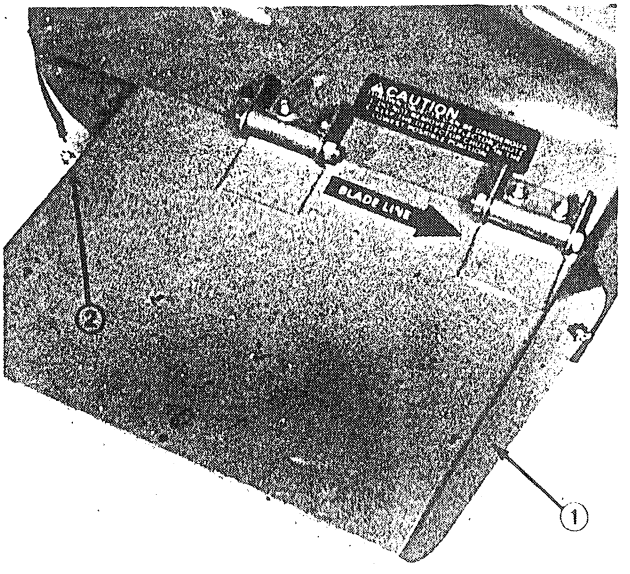

Figure 4
2. Remove rear carriage bolt and flange nut securing rear of deflector to cutting unit (Fig. 4).